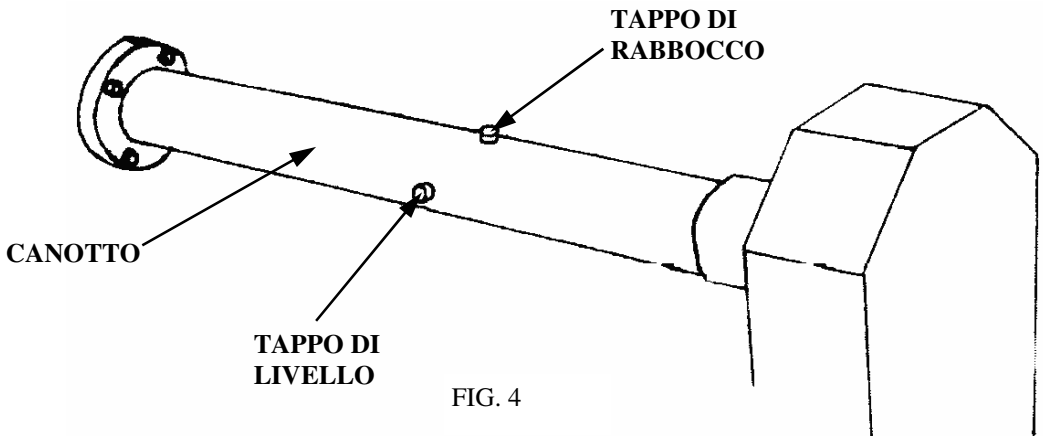

FIG. 4
- Verificare il corretto livello dell'olio nel canotto. Per effettuare questa operazione bisogna svitare il tappo di livello filettato (vedere fig. 4) e controllare che l'olio fuoriesca. In caso di un'eventuale aggiunta di olio svitare il tappo di rabbocco e procedere con il rabbocco stesso fino a che l'olio non fuoriesce dal foro di livello.